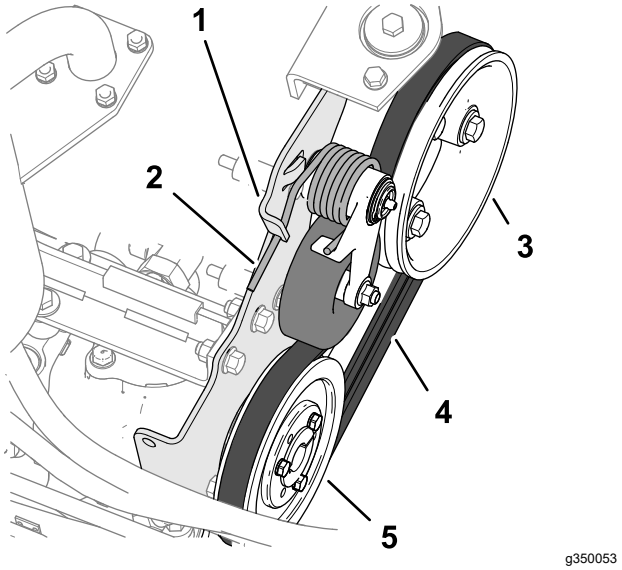

Figuur 88
2. Duw het einde van de riemspanveer naar benden en uit de inkeping in de lip van de pompbevestiging en beweeg het veeruiteinde naar voren (Figuur 88).